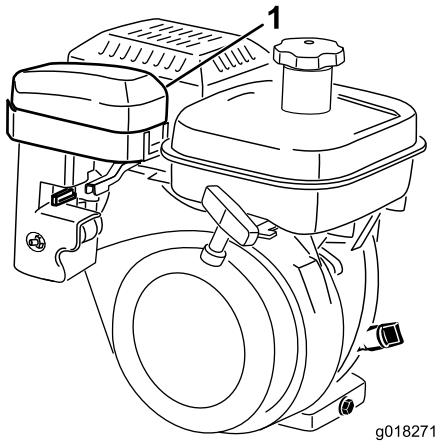
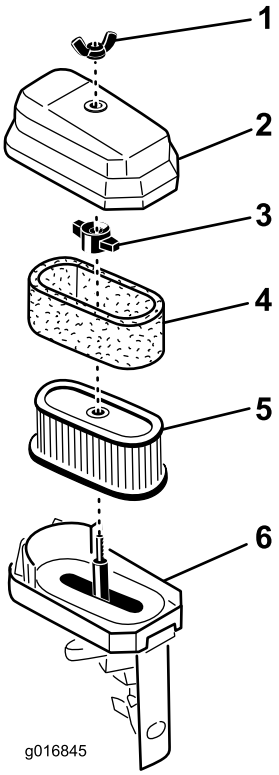

Figur 33
Figur 34
2. Afmonter vingemøtrikken, som fastholder luftfilterhætten på luftfilteret, og afmonter hætten. Rengør dækslet grundigt (Figur 33 og Figur 34).
3. Hvis skumelementet er snavset, skal det fjernes fra papirelementet (Figur 34). Rengør grundigt.